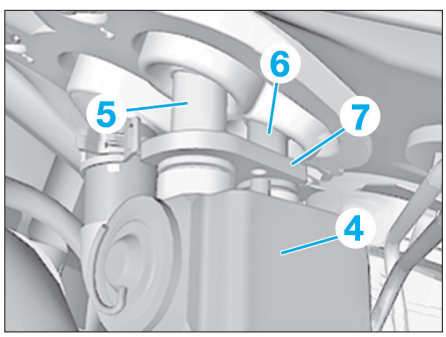

Fig. 12
- Positionner correctement le détendeur (4) sur les conduites de frigorigène (5) et (6) **(Fig.12)**.
- Positionner les vis du détendeur (4) en veillant au positionnement correct de l'agrafe de fixation (7).